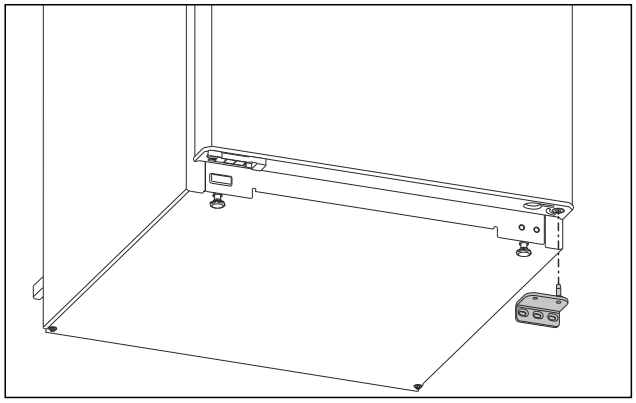

Fig. 7
▶ Ota laakerijalusta alaspäin pois. (katso Fig. 7)